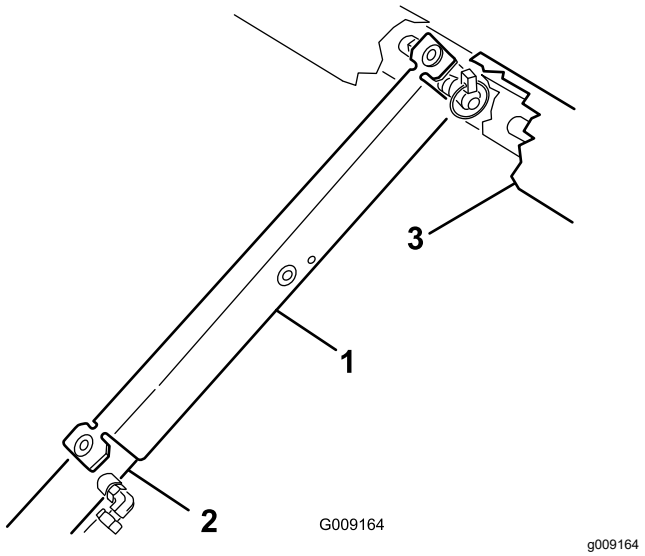

**図 22**
3. サポートをシリンダロッドにはめ込んで、安全サポートの端部でシリンダバレルの端とシリンダロッドの端を確実に支える図 22。